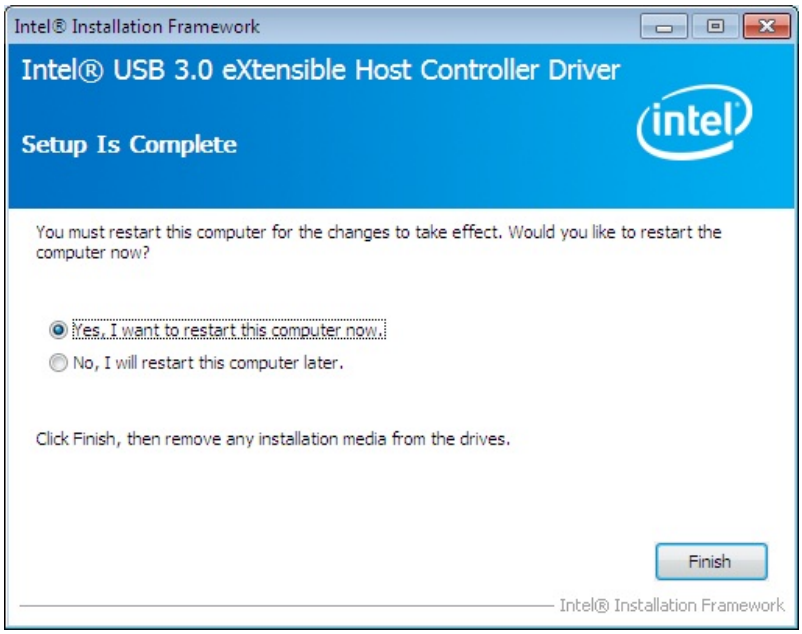

Figure 6-26: USB 3.0 Driver Installation Finish Screen
Step 11: The **Finish** screen in **Figure 6-26** appears.